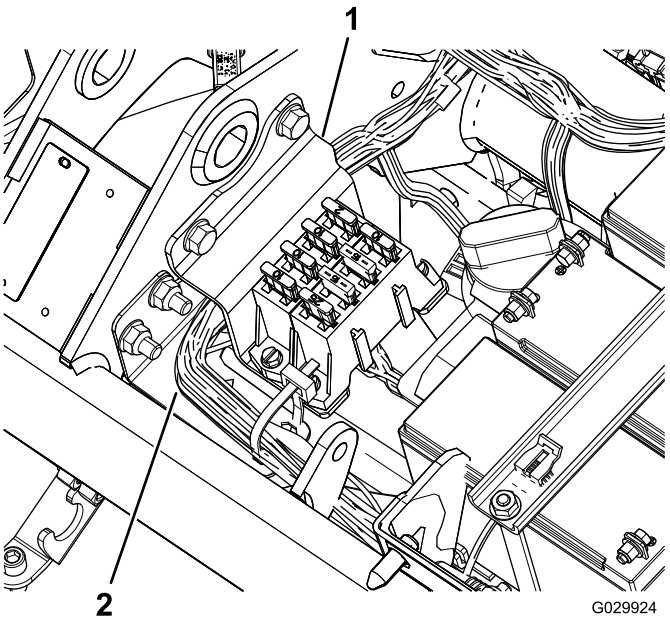

Figura 10
23. Montaggio del portafusibili (Figura 10).